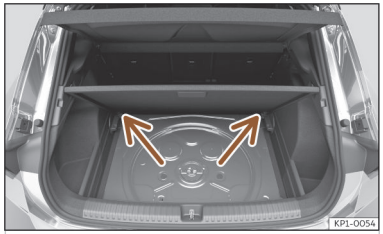

Abb. 187 Variabler Gepäckraumboden: geneigte Stellung.
- Legen Sie den Gepäckraumboden auf die dafür vorgesehenen Aufnahmen ››› **(Abb. 187)** (Pfeile).